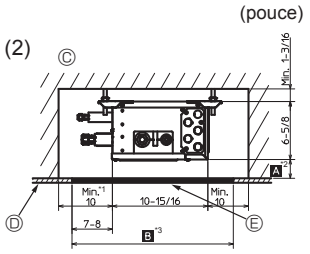
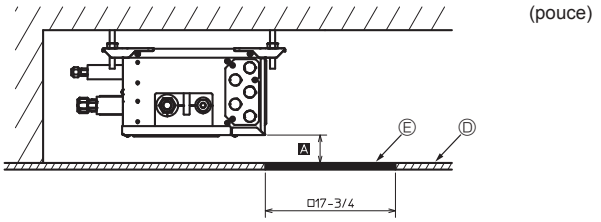

Fig. 4-7
Fig. 4-8
(2) Vue de profil (Fig. 4-7, Fig. 4-8)
Si la valeur est de " □ 17-3/4 pouces (450 mm)", préparez un orifice d'entretien du côté de la carte de circuit intégré (comme illustré à la Fig. 4-8) et la distance A doit correspondre à "11-13/16 pouces (300 mm) minimum".